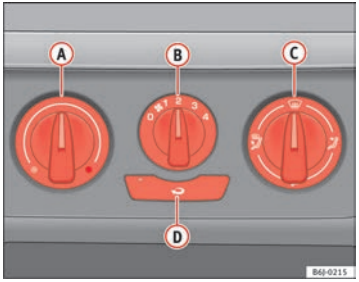

Fig. 87 Heating controls on the dash panel
– Turn the temperature selector ⇒ fig. 87 (A) anti-clockwise.
– Turn blower switch (B) to any of the head settings 1-4.
– Set the airflow to the desired direction using air distribution control (C).
– Turn the temperature selector ⇒ fig. 87 (A) clockwise to select the desired temperature.
– Turn the temperature selector ⇒ fig. 87 (A) clockwise to reach the maximum temperature.
– Turn the blower switch (B) to setting 4.
– Close outlet (3).
– Open and turn outlet (4) towards side windows
– Turn the temperature selector ⇒ fig. 87 (A) to the heating area.
– Turn blower switch (B) to any of the head settings 2-3.
– Close outlets (3)
– Open and turn outlets (4) towards side windows